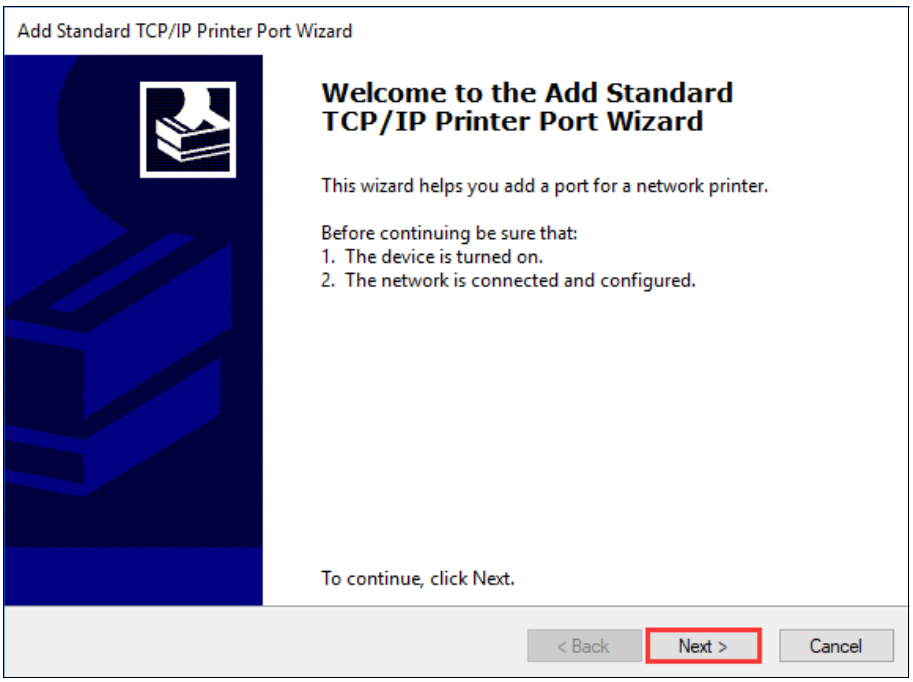

Figure 2-42 Add Standard TCP/IP Printer Port Wizard
6. The "Add Standard TCP/IP Printer Port Wizard" screen displays, click "Next", as shown in Figure 2-42.